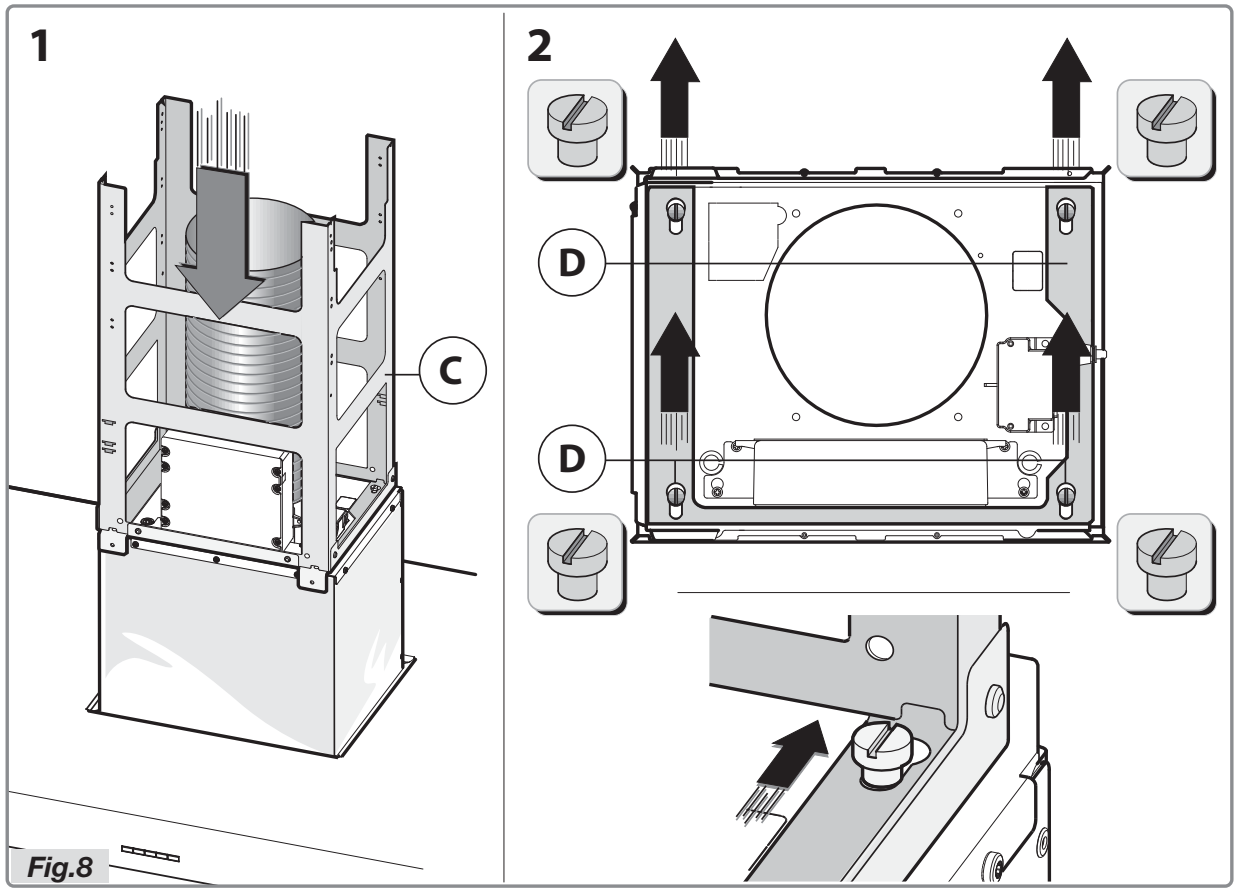

Fig.8
- Neem het onderste deel van het frame **C** en monteer dit op het motorhuis (Fig.8).